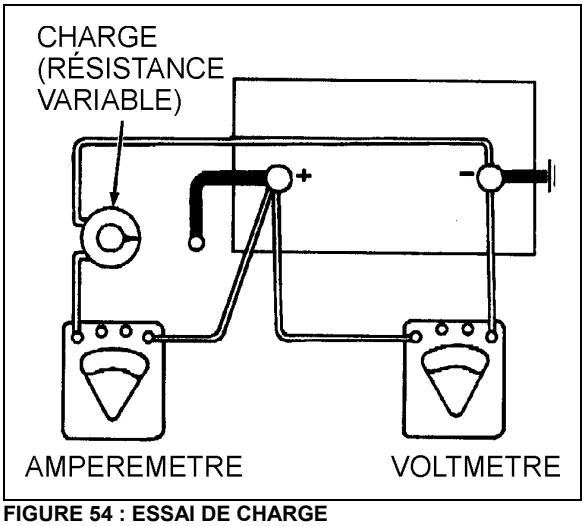

FIGURE 54 : ESSAI DE CHARGE
Pour effectuer cet essai, utiliser un appareil qui résiste à une lourde charge électrique de batterie, comme une pile variable au carbone avec un ampèremètre et un voltmètre (Figure 54). On peut également utiliser un appareil analyseur du système de charge.
1. Relier un voltmètre, un ampèremètre et une résistance de charge variable comme illustrés à la Figure 54.